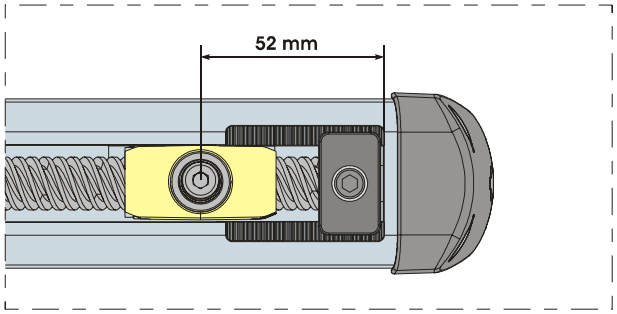
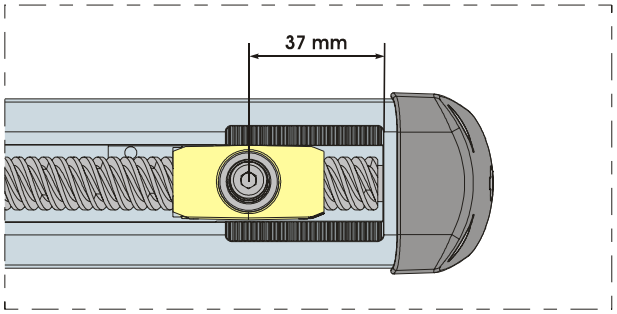

Abb. 9
Abb. 10
3) Sicherstellen, dass der vordere Anschluss sich in der in Abb. 9 angegebenen Position befindet (mit mechanischem Anschlag beim Schließen) oder in Abb. 10 (ohne mechanischem Anschlag beim Schließen). Sollte dies nicht eintreten, muss der Antrieb einen Augenblick lang mit Strom gespeist werden, um den Anschluss in Position zu bringen.